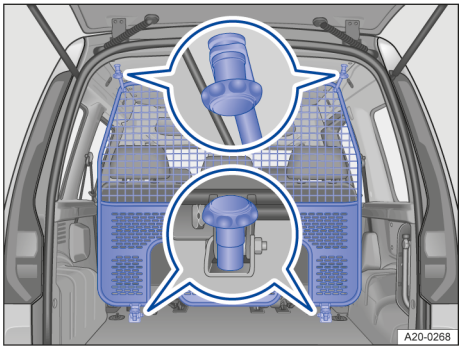

Fig. 153 Dans le coffre à bagages : cloison derrière la deuxième rangée de sièges
3. Vissez fermement la cloison réglable aux points de fixation arrière intégrés au pavillon → fig. 153.
4. Vissez fermement la cloison réglable aux points d'ancrage inférieurs → fig. 153.
3. Vissez fermement la cloison réglable aux points de fixation avant intégrés au pavillon → fig. 153.
1. Dévissez la cloison réglable aux points d'ancrage inférieurs → fig. 153.
2. Dévissez la cloison réglable de ses logements sur le pavillon → fig. 153.